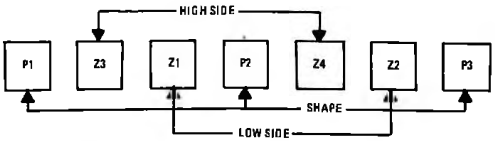

Figure 6. Inductor Location Diagram
Alignment procedures are the same for the 8 remaining bands. Refer to table 1 and figures 6 and 7 for related frequencies and components. Be aware of the following: Inductors Z1 and Z2 produce notches in the frequency response below the pass band, and are the major factors determining the lower corner frequency. Likewise, inductors Z3 and Z4 produce frequency response notches (zeroes) above the pass band and are the major factors determining the upper corner frequency. Inductors P1, P2 and P3 produce peaks (poles) in the pass band response (which are quite indistinct because of their interaction with the circuit elements associated with inductors Z1 thru Z4) and are used to flatten the response within the pass band.
j. Adjust the corresponding Z1 inductor (figure 6) so that its associated response notch is centered on the marker.